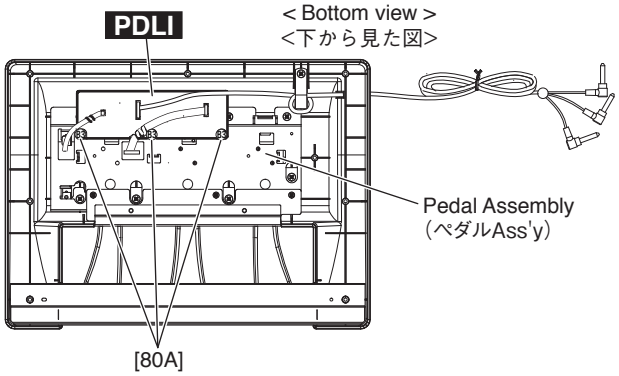

Fig.16（図 16）
16-2-2 Remove the three (3) screws marked [80A]. The PDLI circuit board can then be removed. (Fig.16)
16-2-2 [80A] のネジ 3 本を外し PDLI シートを外します。（図 16）